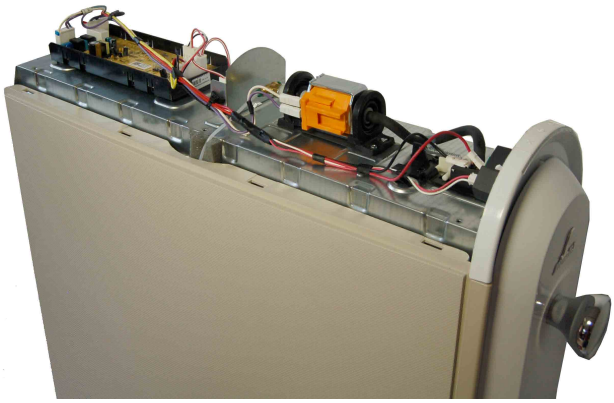

Figure 5
6. Remove control housing and set aside (see Figure 5).